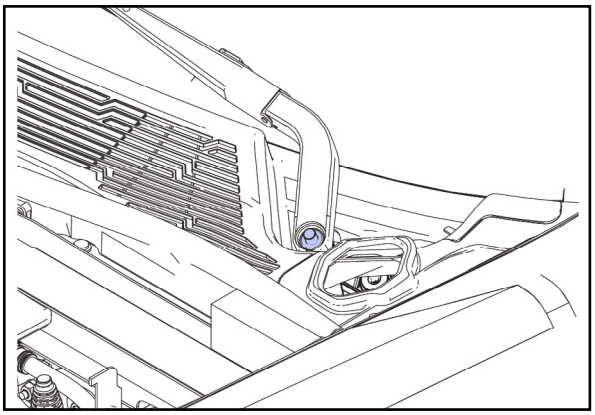

fig.7a
b. Remove the nut (install torque 25Nm) (fig. 7a)